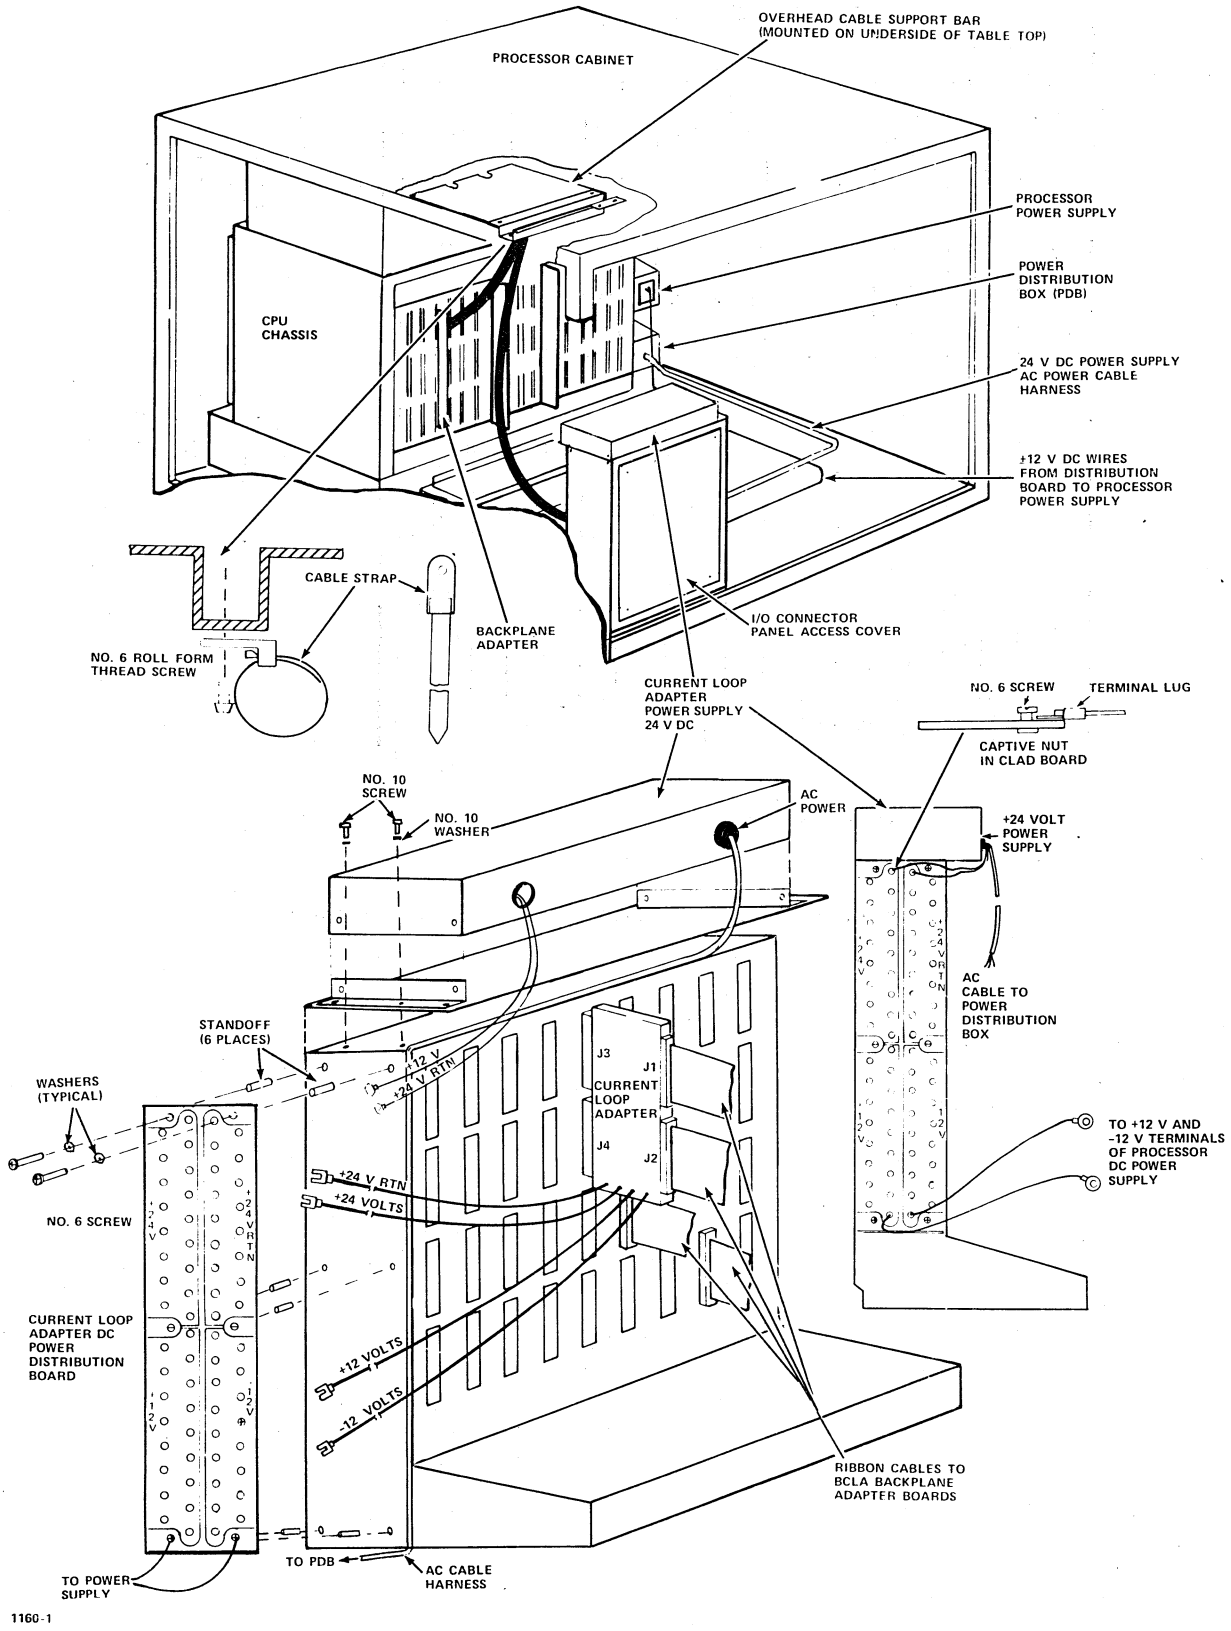
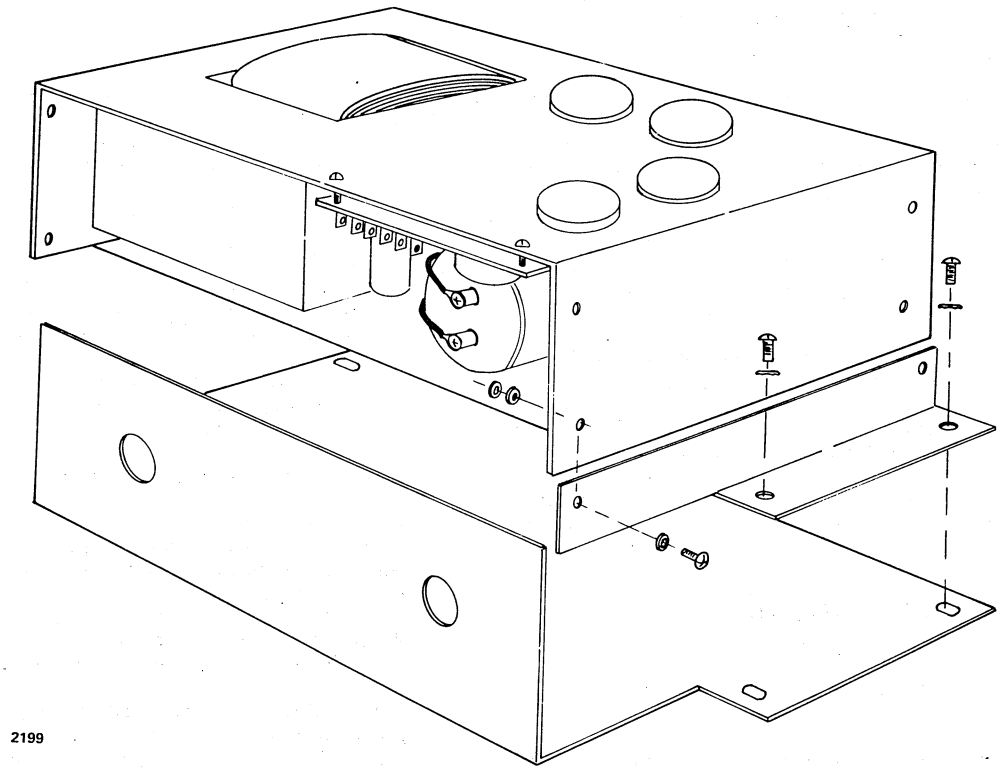

Figure 25-4. Cabinet Overhead Cabling and Power Supply Installation
Figure 25-6. Power Supply Assembly Details
7. Attach the ribbon cables to the processor cabinet overhead cable support bar using the cable straps and roll form thread screws, as shown in figure 25-4. All ribbon cables from a backplane adapter should use the same cable strap.
3. Using the hardware furnished with the current loop adapter installation kit, mount the +24 V power supply assembly (figure 25-6) on the top of the I/O connector panel, as indicated in figure 25-4.
4. Route the ac power cord, with the attached faston terminals, to the processor floor and into the power distribution box (figure 25-4) via any cable entry connector. Attach the wires to terminals 4, 5, and 6 of the ac power sequencer board. Observe proper terminal connection as labeled on the wires and as follows:
6. Install the current loop adapter power distribution board on the I/O connector panel using screws, nuts, washers, and insulators from the installation kit. Refer to figure 25-4.
5. Route the ribbon cables from the processor backplane to the I/O connector panel, as shown in figure 25-4. Maintain the cables in a neatly dressed bundle.
roll form thread screws, as shown in figure 25-4. Neatly dress and tie all newly installed power supply wiring. All ribbon cables from a backplane adapter use the same overhead cable support strap.